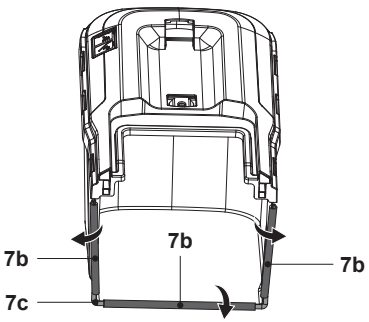

**Fig. 5**
1. Encaixe os três grampos de borracha (7b) na barra de suporte (7c) do recipiente de recolha de relva (7) (Fig. 5).